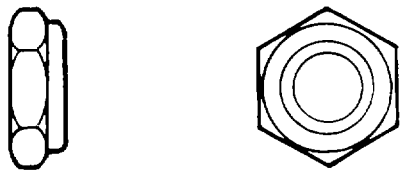

Figure 2-14. Self-Locking Thin Nut
a. *Self-Locking Nuts*. Self-locking nuts are used on aircraft to provide tight connections which will not shake loose under severe vibration. These nuts must meet the critical specification as to strength, corrosion resistance, and temperature range set forth in MIL-N- 25027 before they can be used. Standard nuts are shown in figures 2-14 and 2-15.
(1) Types. The two general type self-locking nuts currently in use are designated as the all-metal type and the nonmetallic insert (fiber or nylon) type. Each obtains its locking quality through a different means as indicated by its respective title.